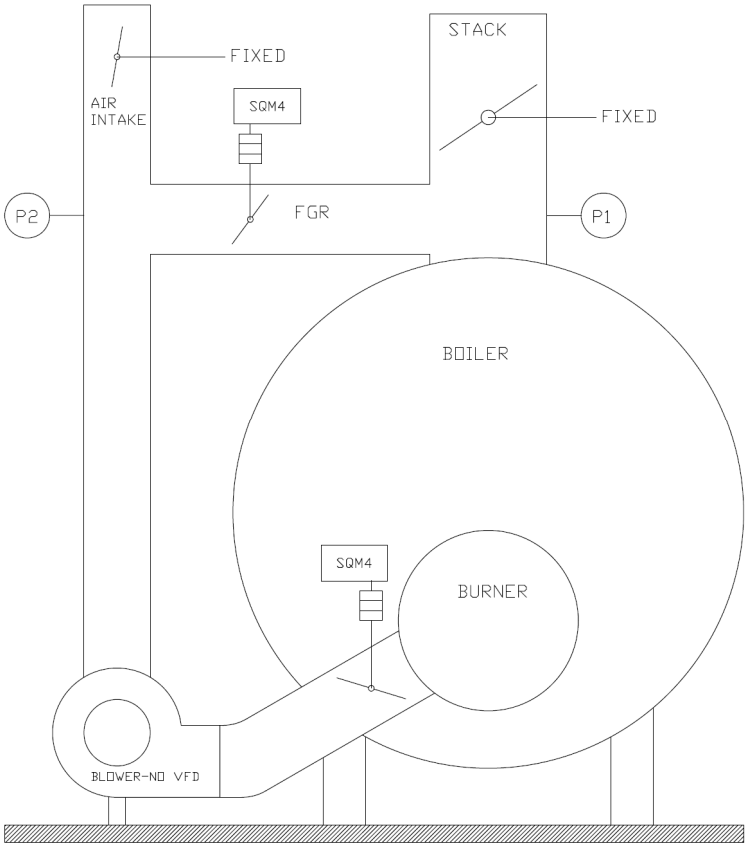

**Figure 6-12: FGR Burner with no VFD and an Air Damper on the Blower Outlet**
Method shown in Figure 6-12:
Small pressure changes (pressure inside a boiler room vs the pressure in the stack) are common. These are typically due to doors being opened and closed in the boiler room and convective effects in the stack. Depending on the installation, these changes might be non-existent or they might be as large as 2” WC. With the arrangement shown in Figure 6-12, even small pressure changes can cause the FGR flow to be non-repeatable. A few examples are given below:
2. Differential pressure across the FGR damper is significant even at low fire due to the vacuum provided by the blower. Small changes in the differential pressure across the FGR damper will cause small changes in FGR flow. FGR flow will be more repeatable as compared to the method in Figure 6-12, especially at low to mid fire.